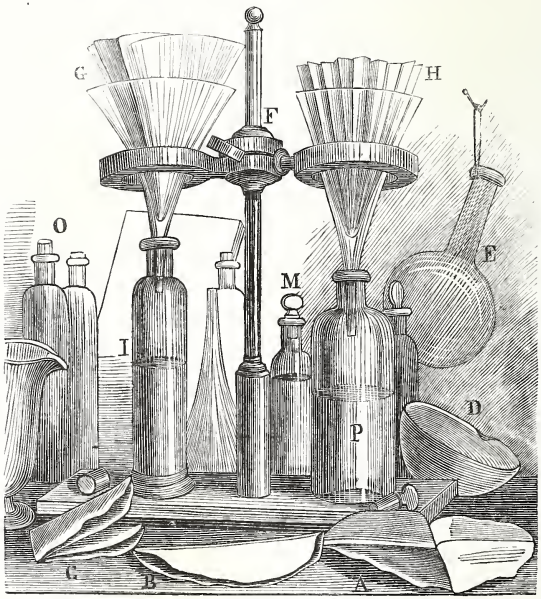
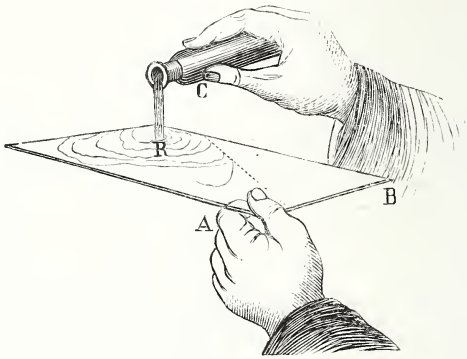
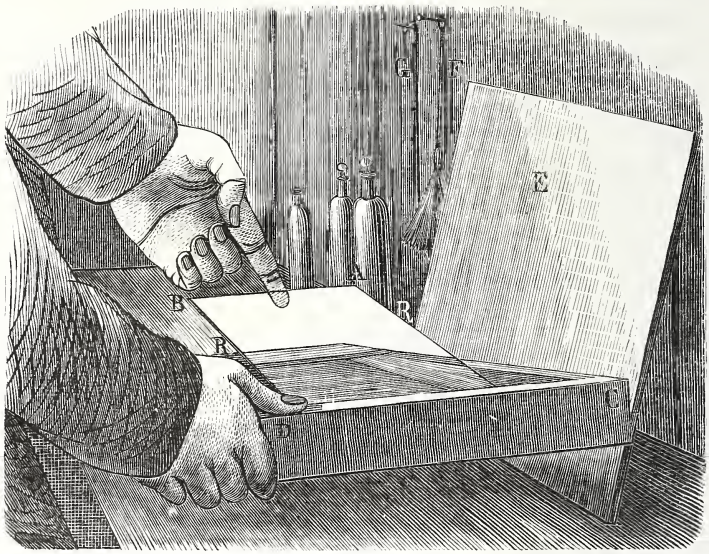

Fig. 17.
Fig. 20.
Fig. 22.
vous remuerez et il disparaîtra; en même temps vous aurez placé sur un flacon propre P, fig. 17 ou B D,
fig. 22, un entonnoir en verre muni de son filtre H en papier, bien enfoncé (fig. 17); vous verserez ce bain qui passera parfaitement limpide et vous vous garderez bien de jeter le filtre au rebut. Il peut vous servir un mois tous les jours à filtrer votre bain dans sa cuvette avant de travailler. Ce papier imbibé d'azotate d'argent n'en absorbera plus autant qu'un neuf. Or, vous savez que l'*azotate* ou *nitrate d'argent*, vulgairement *pierre infernale* est un corps cher, qu'il fait bon économiser.
Vous remarquerez sur la table (fig. 17) les feuilles de papier A, B, C qui servent à faire un filtre lisse que vous voyez enfermé dans l'entonnoir de gauche G.
Remarquons en passant (fig 17) : une capsule de porcelaine D pour faire chauffer la dissolution de gomme arabique, § 119, etc., pour mettre l'albumine (fig. 33, § 161); un ballon de verre E; des flacons grands O, I, à préparer le collodion pharmaceutique (§ 52) ou les liqueurs (§ 61); M un petit flacon à
Passant légèrement et de la main droite un blaireau F (fig. 22) pour enlever les petites poussières que l'air vient de déposer sur la glace que je tiens de la main gauche (fig. 20) par l'angle gauche A du côté le plus près de mon corps, je dépose le blaireau, et saisis de la main droite le flacon C, puis je verse franchement et sans hésitation le collodion vers le point R de la glace tenue horizontalement. Le coin D
85. — III. Le bain d'argent sensibilisateur vient d'être filtré d'avance dans sa cuvette en verre et bois C D (fig. 22) à recouvrement R, ou (fig. 23), sans quitter la glace A B que vous tenez toujours de la
puyez vers l'angle du fond le côté C D de la glace (fig. 22), le bain s'est alors retiré en R sous le recouvrement; vous laissez retomber en même temps la glace dans la cuvette, et la cuvette sur la table. Le bain ramené brusquement sur la couche de collodion, la baigne d'un seul jet et sans temps d'arrêt.
86. — Pendant que la glace est au bain, on ferme la cuvette au moyen d'une glace E (fig. 22) couverte
87.—Au moyen du crochet d'argent G (fig. 22), H, (fig. 23), on soulève, en l'introduisant dessous, la glace avec précaution, et l'on regarde en recevant le jour jaune sur sa surface, si la couche de collodion est *uniformément mouillée*, et si l'eau du bain ne se retire pas par place comme sur une surface grasse. Quand ce résultat est atteint, la couche est sensibilisée à son maximum et prête à servir.
Soulevez la glace par le crochet (H fig. 23), reprenez-là de la main gauche par le même coin où vous la teniez (fig. 20); ce coin, non garni de collodion, évite des taches et des déchirements si vous touchiez à la couche si sensible et si fragile de cette matière. Vous posez la glace dans le châssis E (fig. 23) sur les supports en ivoire qui garnissent les angles. Vous mettez la bande de papier buvard de manière qu'elle puisse absorber, par capillarité, le liquide qui s'accumulera au bas de la glace. Vous fermez la porte